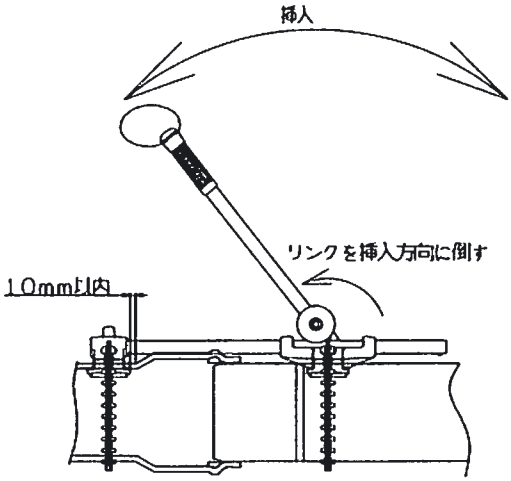

図5
③引き抜き作業
1) 挿入不具合時は、滑剤・接着剤が乾燥しないうちにリンクを引き抜き方向に倒し、操作ハンドルを前後に動かしパイプを引き抜いてください。（図5）